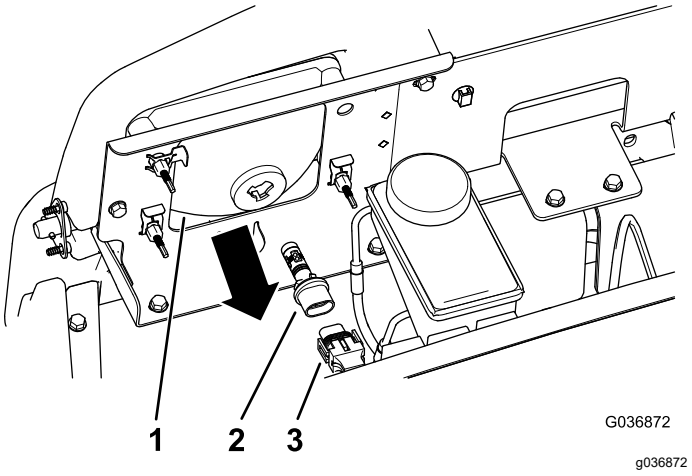

Figuur 51
3. Maak de elektrische aansluiting voor de kabelboom los van de lampaansluiting aan de achterkant van de behuizing van de koplamp (Figuur 51).
4. Draai de lamp een kwartslag linksom en duw ze naar achteren, uit de behuizing van de koplamp (Figuur 51).
5. Monteer de nieuwe lamp en de nieuwe behuizing voor de koplamp; lijn de lipjes van de lamp uit met de sleuven in de behuizing van de koplamp (Figuur 51).
6. Bevestig de lamp door deze een kwartslag rechtsom te draaien (Figuur 51).
7. Koppel de elektrische aansluiting voor de kabelboom aan op de aansluiting van de nieuwe lamp (Figuur 51).